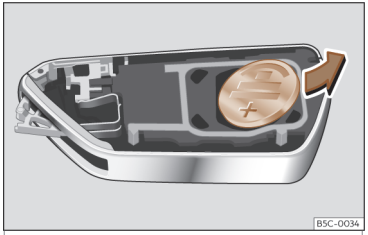

Fig. 74 Llave del vehículo: extracción de la pila.
- Extraiga la pila del compartimento con un objeto fino adecuado››› **fig. 74** .